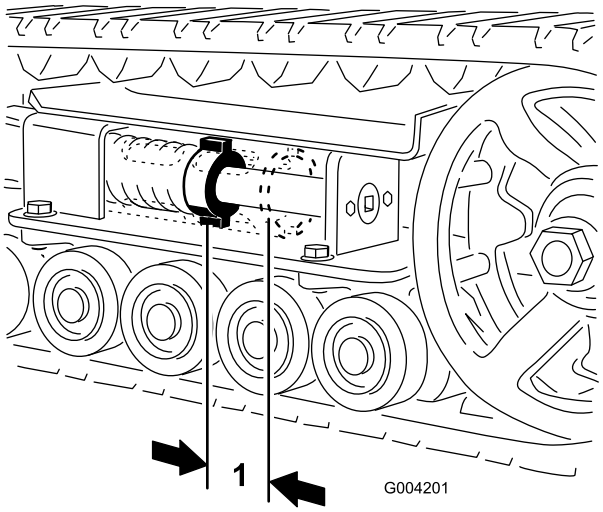
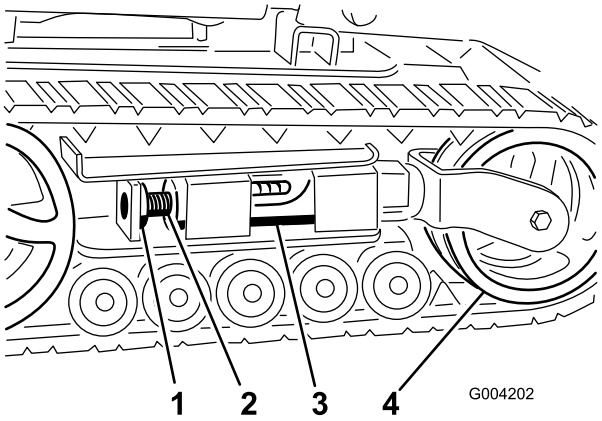
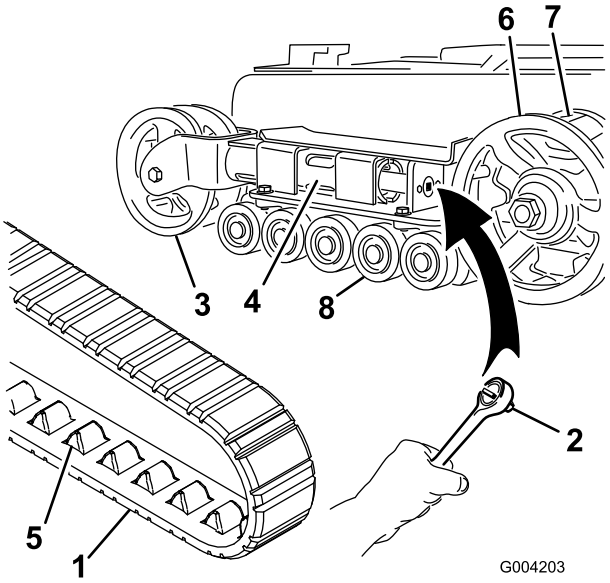
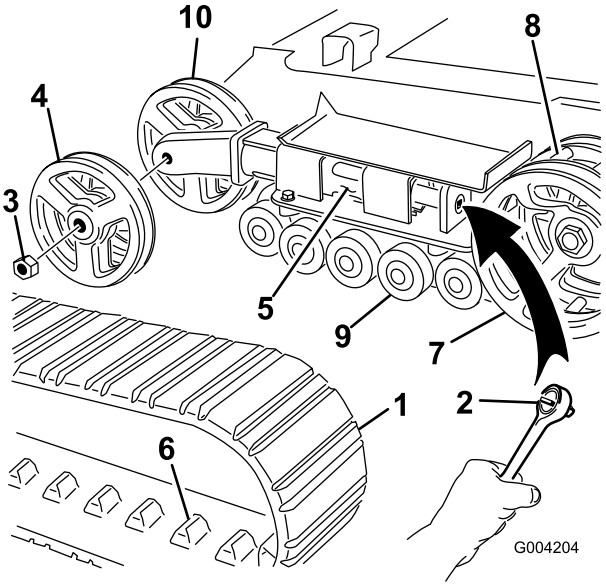

Figur 40
Figur 41
Figur 42
Figur 43
Det ska vara 7 cm mellan spännmuttern och spännrörets baksida (Figur 40). Om så inte är fallet ska larvbandens spänning justeras enligt följande:
3. Ta bort låsbulten och muttern (Figur 41).
4. Vrid spännskruven motsols med en 1/2-tums (13 mm) hylsnyckel (Figur 42) tills avståndet mellan spännmuttern och spännrörets baksida (Figur 40) är 7 cm.
5. Rikta in den närmaste skåran i spännskruven med låsbultens hål, och säkra skruven med låsbult och mutter (Figur 41).
4. Lossa drivspänningen genom att vrida spännskruven medsols med en 1/2-tums (13 mm) hylsnyckel (Figur 41 och Figur 42).
5. Tryck spännhjulet mot bakre delen av enheten för att flytta spännröret mot ramen (Figur 42). (Om det inte rör vid ramen, fortsätt vrida spännskruven tills det vidrör ramen.)
7. När larvbandet är av spännhjulet kan du ta av det från drivhjulet och väghjulen (Figur 42).
8. Börja vid drevet och dra det nya larvbandet runt det. Kontrollera att spåren på larvbandet passar in mellan kuggarna på drevet (Figur 42).
9. Tryck in larvbandet under och mellan väghjulen (Figur 42).
11. Vrid spännskruven motsols tills avståndet mellan spännmuttern och spännrörets baksida (Figur 40) är 7 cm.
4. Lossa drivspänningen genom att vrida spännskruven medsols med en 1/2-tums (13 mm) hylsnyckel (Figur 41 och Figur 43).
5. Tryck spännhjulet mot bakre delen av enheten för att flytta spännröret mot ramen (Figur 43). (Om det inte rör vid ramen, fortsätt vrida spännskruven tills det vidrör ramen.)
6. Ta bort muttern som håller fast det yttre spännhjulet, och ta därefter bort hjulet (Figur 43).
7. Ta bort larvbandet (Figur 43).
8. Ta bort muttern som håller fast det inre spännhjulet, och ta därefter bort hjulet (Figur 43).
12. Montera det inre spännhjulet och fäst det med den mutter som avlägsnades tidigare (Figur 43).
14. Montera det nya larvbandet, och kontrollera att tapparna på bandet passar in mellan kuggarna mitt i drevet (Figur 43).
15. Montera det yttre spännhjulet och fäst det med den mutter som avlägsnades tidigare (Figur 43).
17. Vrid spännskruven motsols tills avståndet mellan spännmuttern och spännrörets baksida (Figur 40) är 7 cm.